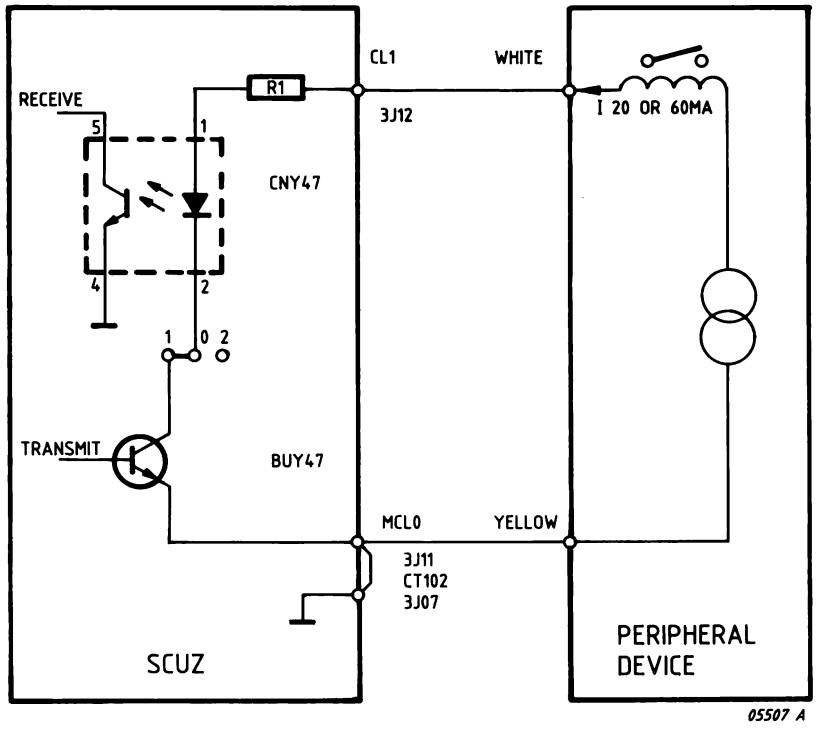

Figure 1.2 CURRENT LOOP - 2 WIRES
- 2 wires current loop (figure 1.2)